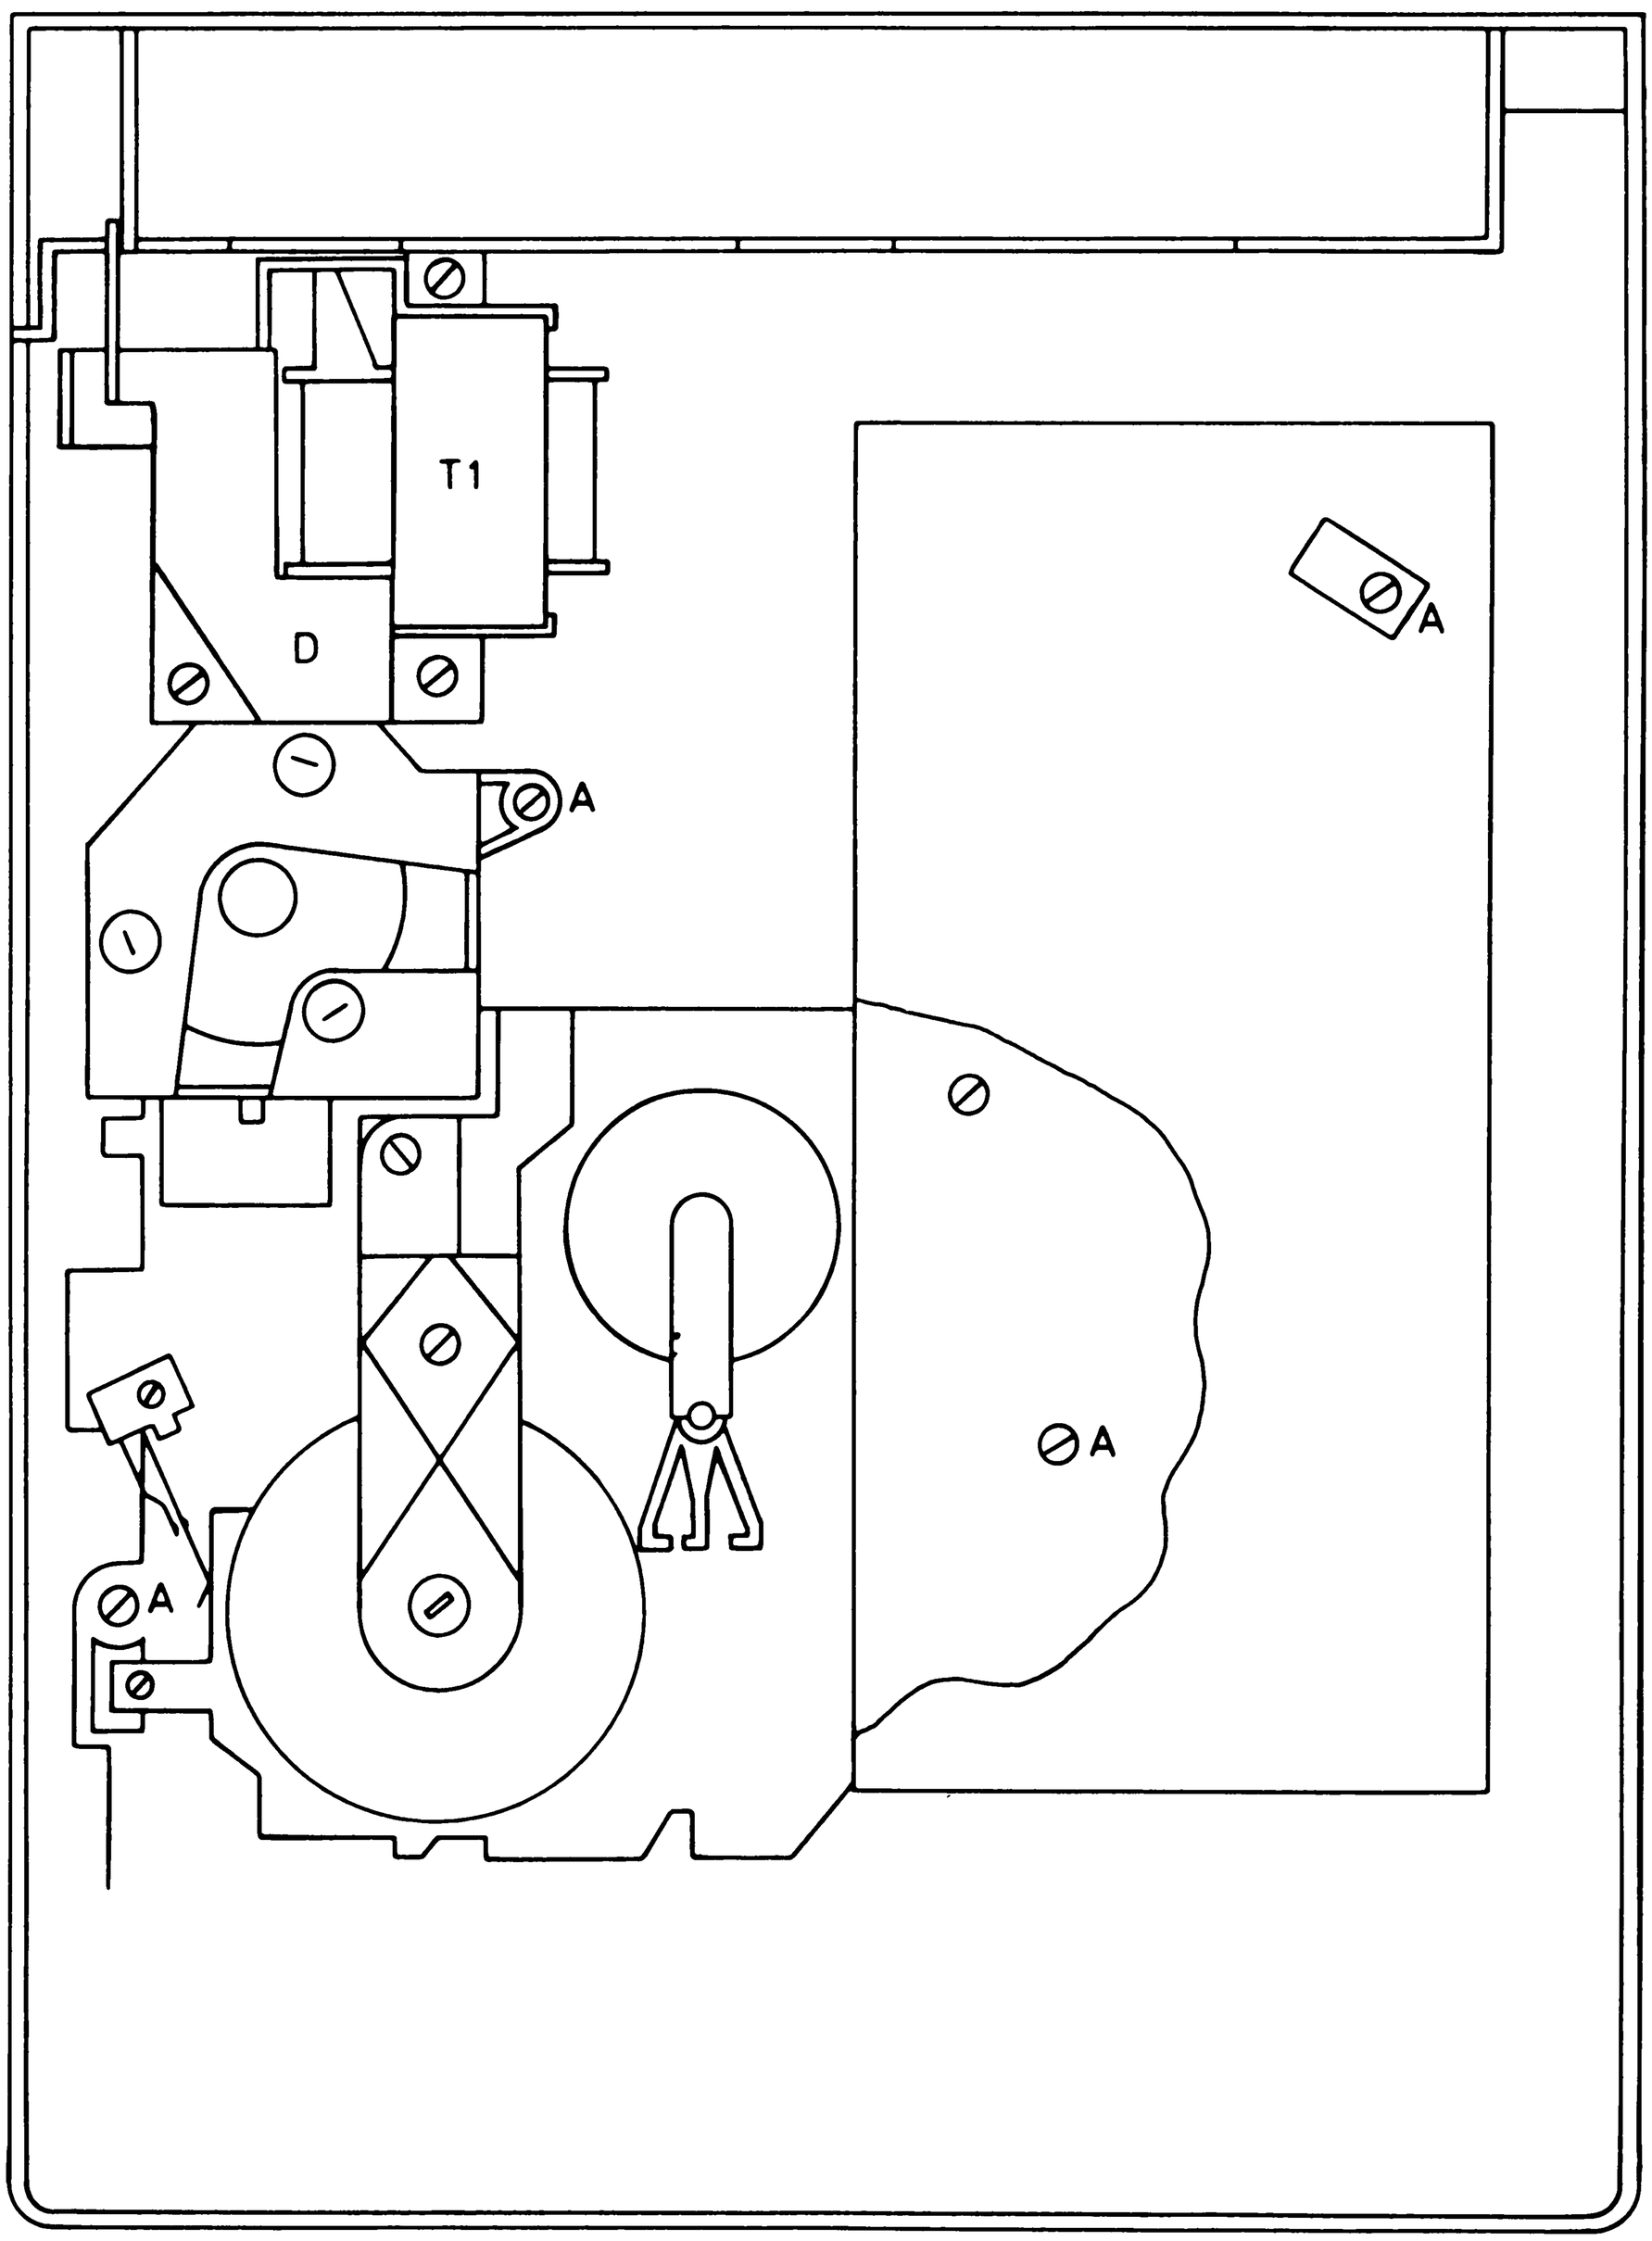

Fig. 1
(D) AUSBAU, Fig. 1
b. Wenn die vier Befestigungsschrauben A (Fig. 1) entfernt sind, kann das Laufwerk mit Printplatte herausgenommen werden.
(E) DESENCAJADO, fig. 1
b. Quitándose a los cuatro tornillos de fijación A' (fig. 1) se puede retirar de la caja al entero mecanismo de arrastre con placa impresa.